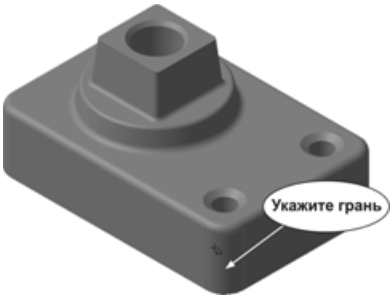

Рис. 4.11
- Укажите грань любого из скруглений (рис. 4.11). Обратите внимание на то, что в дереве построения система выделит цветом соответствующую данному элементу операцию — **Скругление:1**.